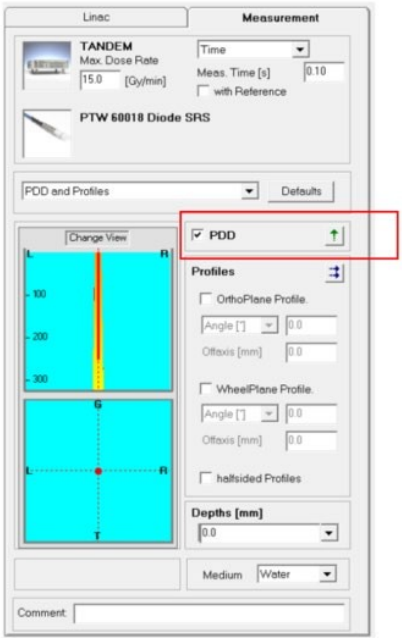

Figure 1-17. Sélection PDD
e. Dans l'onglet Measurement (Mesure), saisissez les informations comme indiqué ci-dessous. Assurez-vous que seul PDD est sélectionné et que la flèche pointe vers le haut (voir Figure 1-17).